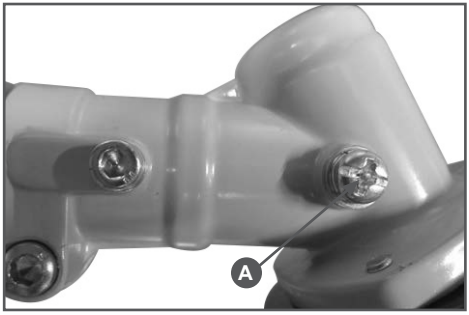

Рис. 21 Болт отверстия для смазки редуктора
Через 20 часов работы, но не реже одного раза в сезон, необходимо проверять и добавлять смазку в редуктор. Для смазки редуктора и вала штанги рекомендуется использовать универсальную смазку для редуктора CHAMPION EP-0, либо аналогичную смазку других производителей. Необходимо открутить болт (A) Рис. 21 и с помощью шприц-масленки добавить смазку (примерно 5-10 см³).